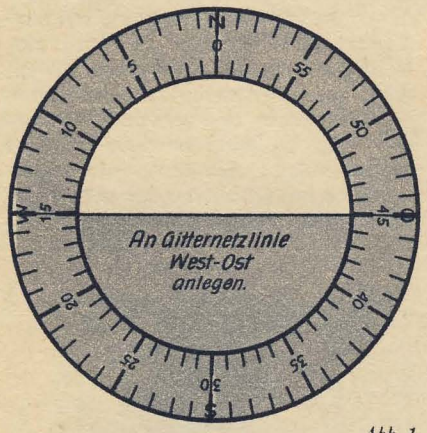

Abb. 1
Eine Möglichkeit besteht darin, sich ein einfaches Hilfsmittel anzufertigen. Wir nehmen ein Stück Pappe und ziehen darauf mit dem Zirkel einen Kreis von etwa 6 cm Durchmesser. Vom gleichen Mittelpunkt aus schlagen wir mit einem Radius von etwa 4 cm Durchmesser noch einen Kreis. Dann ziehen wir durch den Mittelpunkt bis zum äußeren Kreis eine Waagerechte und eine Senkrechte. Dadurch haben wir Norden, Westen, Süden und Osten, also die Marschzahlen 0 (60), 15, 30 und 45 auf dem kleinen Hilfsgerät festgelegt. Jetzt teilen wir die entstandenen Viertel des Kreises in 15 gleiche Teile ein und benutzen dazu den Winkelmesser. 6 Grad des Winkelmessers sind gleich einem Teilstrich auf unserem Hilfsgerät. Dann numerieren wir die Teilstriche links herum von 0 bis 60 und haben uns damit die Skala des Teilringes eines Marschkompasses hergestellt. Das ganze schneiden wir dann aus. Von dem inneren Kreis schneiden wir lediglich die obere Hälfte von der Waagerechten ab aus, halten aber den Mittelpunkt auf der Waagerechten fest. (Siehe Abbildung 1.)